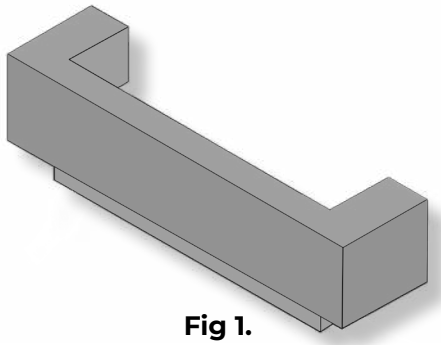
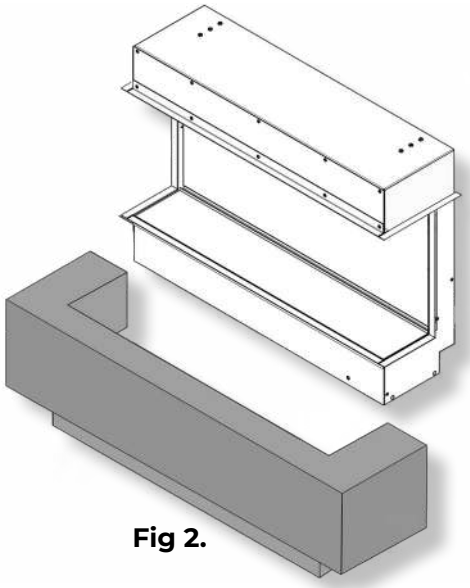
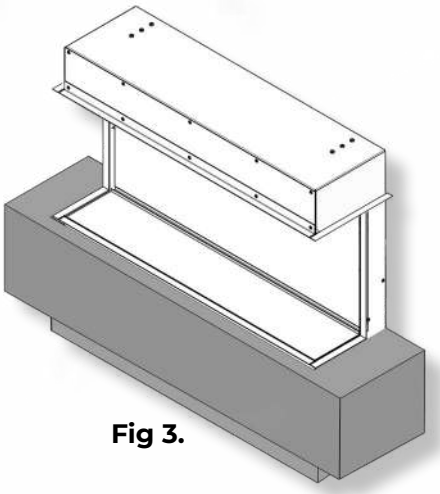

**Fig 1.**
**Fig 2.**
**Fig 3.**
**Please note: We strongly advice the following steps are attempted by two people due to the weight of the marble sections. Please ensure the fire is fitted onto a hard, flat floor.** The first thing to do is take the base section and place it flat against a wall in the position you want the fire **(Fig 1)**. The next step is to lift the fire and carefully lower it into the base section **(Fig 2)**. Ensure that when lowering the fire the plaster trim rests on the inner edge of the marble **(Fig 3)**.